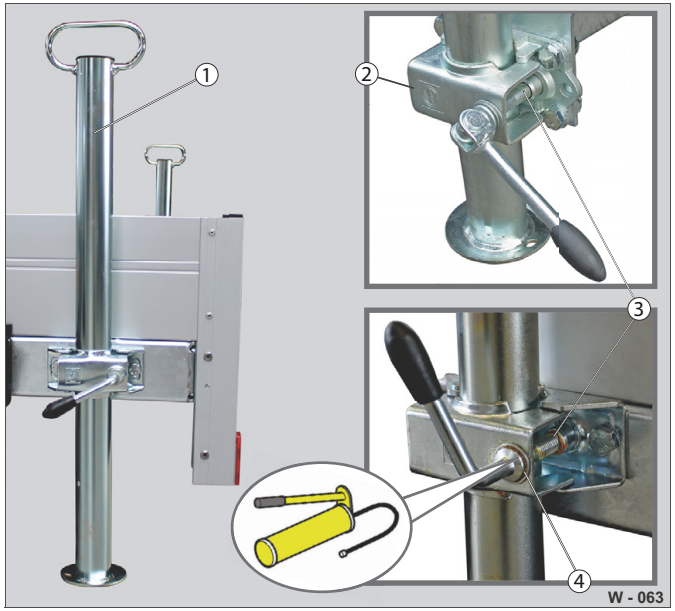

Abb. 59 Posuvné podpěry: Mazací místa
Válcovité těleso (Abb. 59/1) z vnější strany a svorka (Abb. 59/2) se nesmí mazat!
▶ Našroubujte šroub s kulovou rukojetí (Abb. 59/3) a rozevřete (Abb. 59/2) svorku.
▶ Namažte šroub s kulovou rukojetí na závitu a podložce (Abb. 59/4).